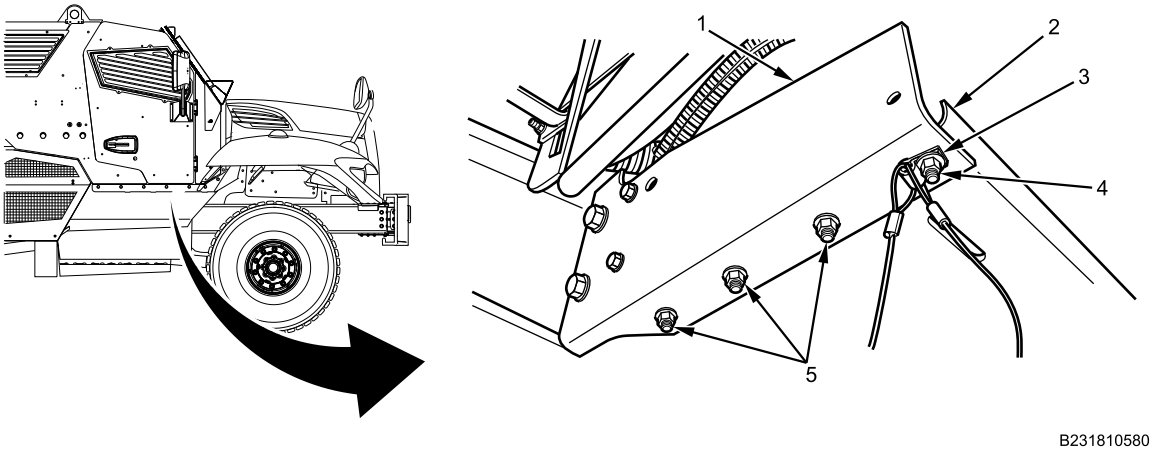

Figure 1. Battery Box Removal.
1. Remove two vertical outboard battery tray nuts (Figure 1, Item 4), air tank drain cable retainers (Figure 1, Item 3), and two outboard bolts from left and right battery box support brackets (Figure 1, Item 1).
2. Remove remaining six vertical battery tray nuts and bolts (Figure 1, Item 5) from left and right battery box support brackets (Figure 1, Item 1) and battery tray (Figure 1, Item 2).
3. Remove cable lock straps securing wire harness to battery box support bracket (Figure 1, Item 1). Discard cable lock straps.